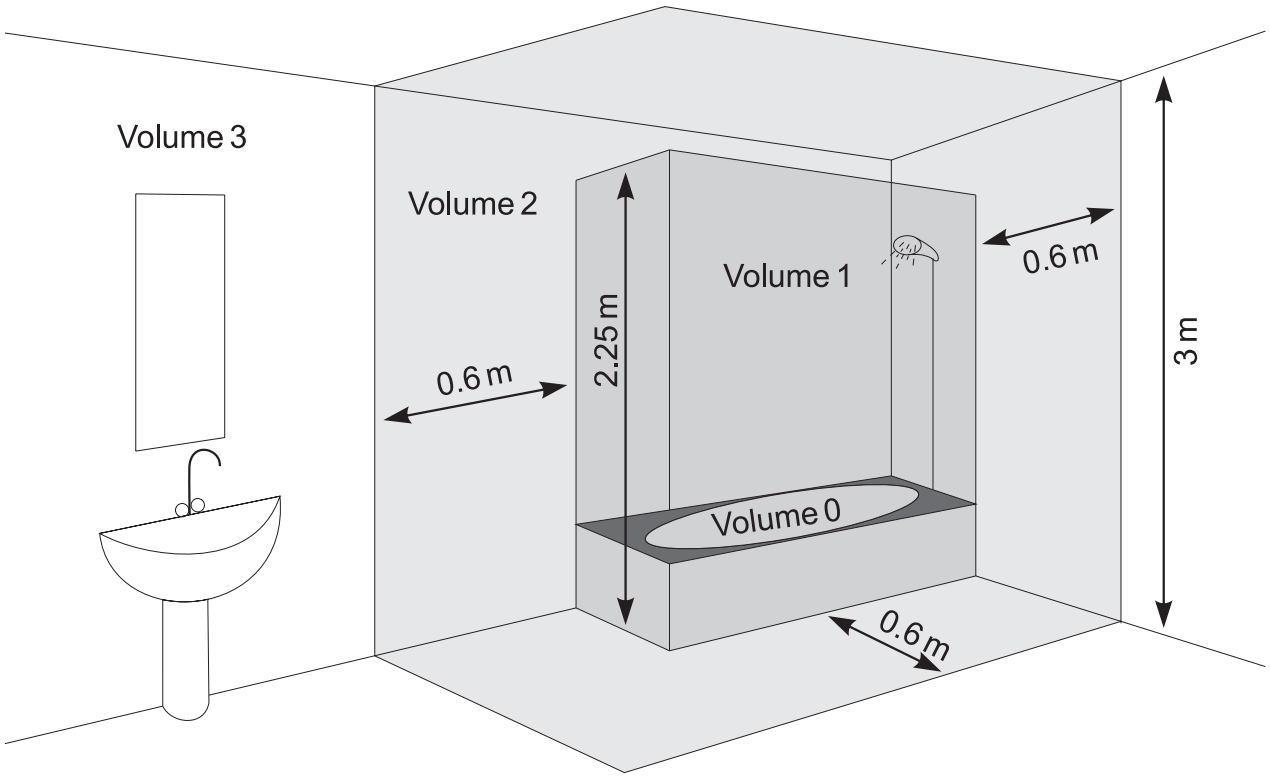

Fig. 11 Espaço de trabalho necessário
6. INSTALAÇÃO E LIGAÇÃO (Fig. 11)
Caso este aparelho seja utilizado numa casa de banho ou espaço semelhante, é necessário respeitar os seguintes requisitos de instalação: Não o instale no "Volume 2" (ver Fig. 11), para evitar o risco de a placa de controlo (interruptor de alimentação e termorregulador) estar ao alcance de quem se encontrar no chuveiro ou na banheira.